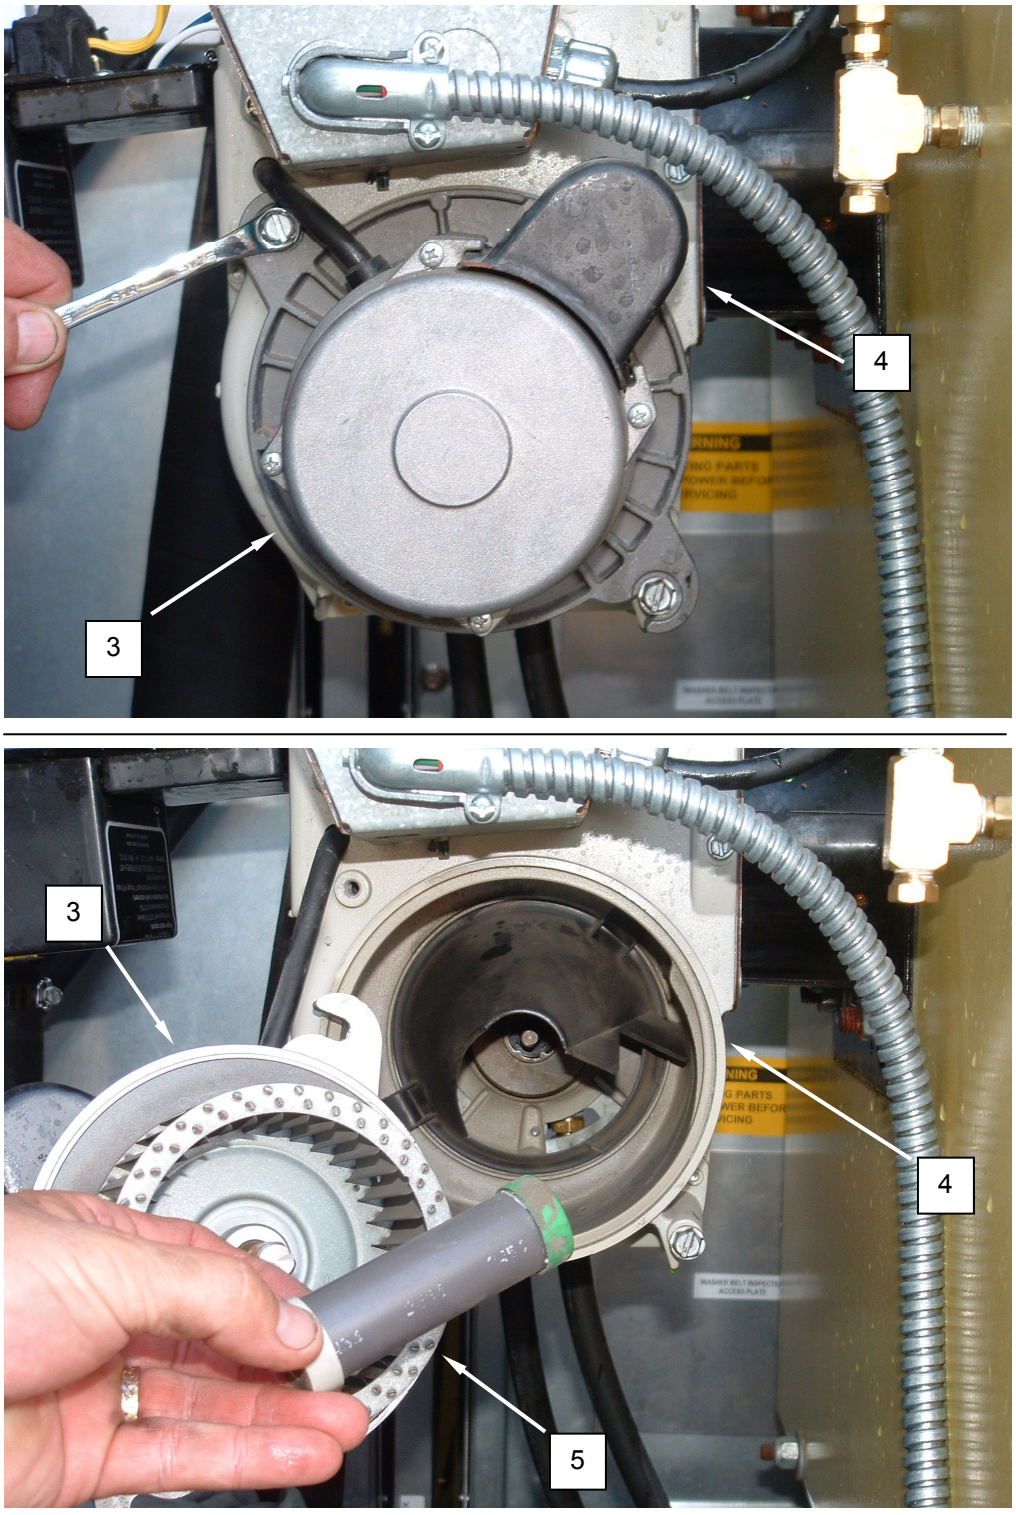

Figure 2. Replace the Motor.
4. Remove the screws retaining the motor **(Figure 2, Item 3)** to the burner **(Figure 2, Item 4)**, and replacement remove the motor.
5. Remove the fuel pump coupling **(Figure 2, Item 5)** from the motor.
6. Install the fuel pump coupling **(Figure 2, Item 5)** onto the replacement motor.
7. Ensure the fuel pump coupling **(Figure 2, Item 5)** is in place, and install the motor **(Figure 2, Item 3)**. Retain with screws.